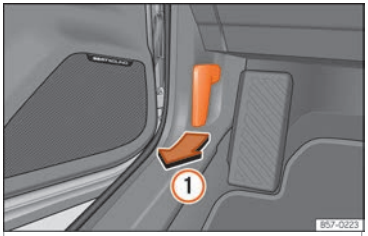

Fig. 218 Release lever in the driver's footwell area.
- Open the door and pull the lever under the dashboard ››› Fig. 218 ①.